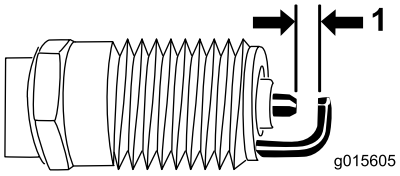

Figur 27
5. Juster åpningen på tennpluggen til 0,76 mm (Figur 27).